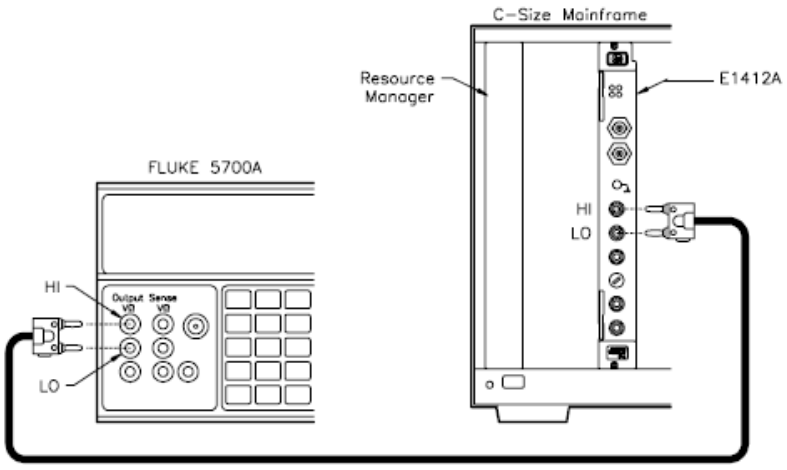

Figure 5-3 DC Voltage Gain Adjustment Setup.
1. Connect the DC Standard output across the HI and LO terminals of the Keysight E1412A as shown in Figure 5-3.
1. Connect the AC Standard output across the HI and LO terminals of the Keysight E1412A as shown in Figure 5-3.